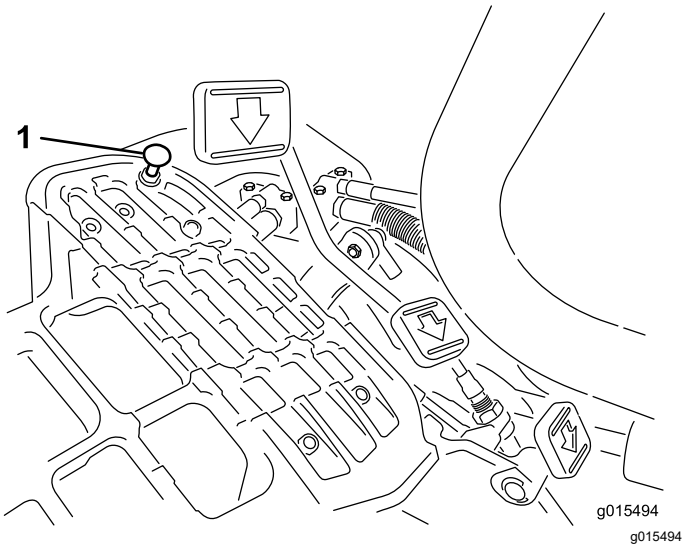

Figuur 36
Om de maximale transportsnelheid te verkrijgen, moet u de schakelhendel in de TRANSPORTSTAND zetten en het tractiepedaal intrappen. Als het pedaal contact maakt met de pedaalaanslag (Figuur 36) voordat u
1. Zet de schakelhendel in de TRANSPORTSTAND en draai de borgmoer los waarmee de pedaalaanslag is bevestigd aan de vloerplaat (Figuur 36).